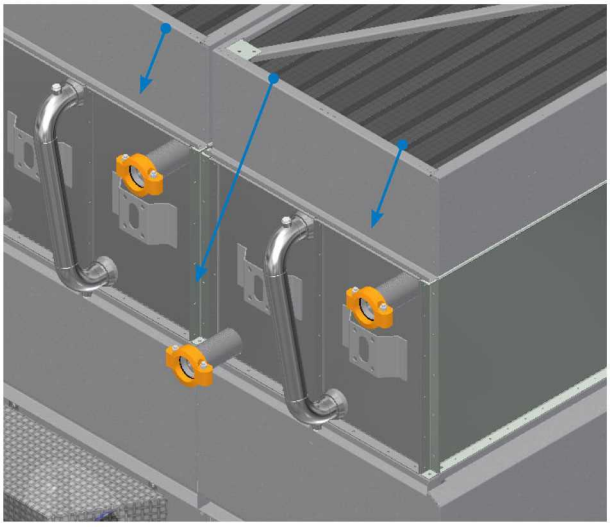

Рис. 20. Размещение гибкой муфты (показан последовательный поток)
1. Разместите гибкую муфту ND80 (виктолическую, BAC № 202174M6) на системе технологии теплопередачи hCore™. См. рисунок 20.